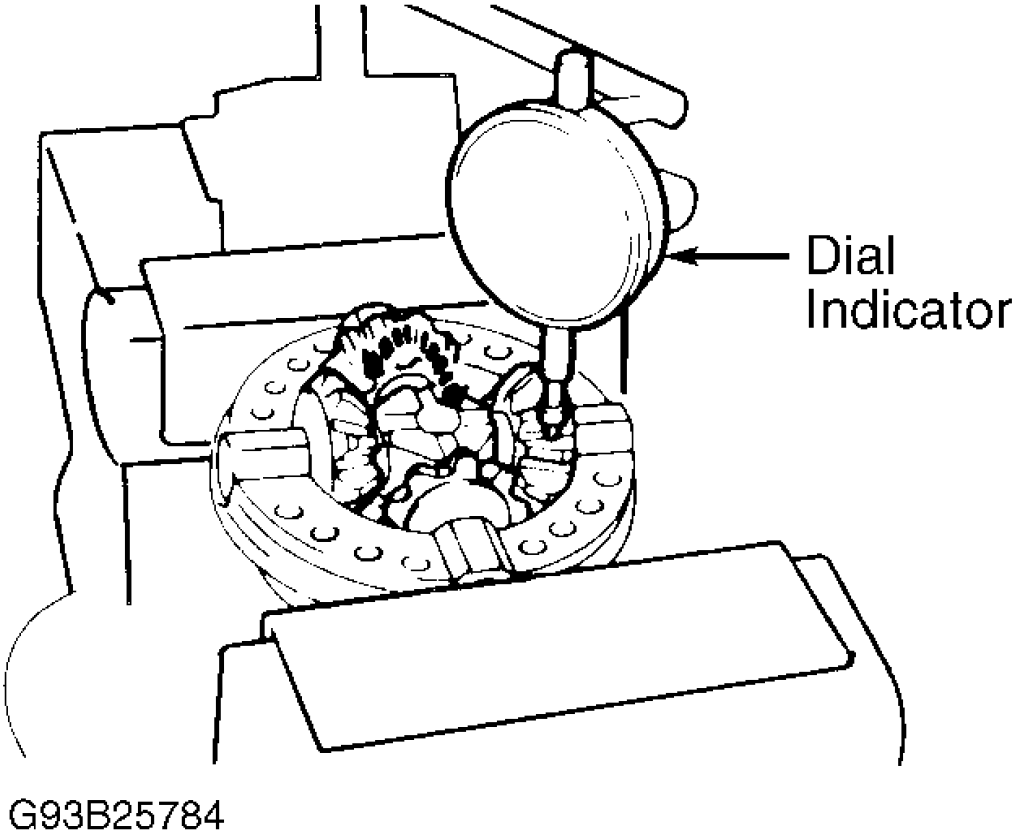

Fig. 60: Measuring Front Differential Side Gear Backlash
3. Assemble differential case. Coat all sliding and rotating surfaces with ATF before assembly. Install thrust washer to side gear. Install pinions and thrust washers to spider. Install side gear and spider with pinions to differential left case. Using a dial indicator, measure side gear backlash while holding one pinion against carrier casing. See **Fig. 60** . Backlash should be .002-.008" (.05-.20 mm). Install side gear and spider with pinions to right side of differential case. Check pinion gear backlash.
4. Install following parts into front differential left case: side gear thrust washer, side gear, 4 differential pinion gears, 4 pinion gear thrust washers and differential spider. Use a dial indicator to measure backlash of one pinion gear while holding side gear toward case. See **Fig. 60** . Backlash should be .002-.008" (.05-.20 mm).
5. If backlash exceeds specification, install thrust washers of different thickness. DO NOT overtighten the vise. See **SIDE GEAR THRUST WASHER SPECIFICATIONS** table. Perform same procedure described in step 4 for front differential right case. See **Fig. 60** .